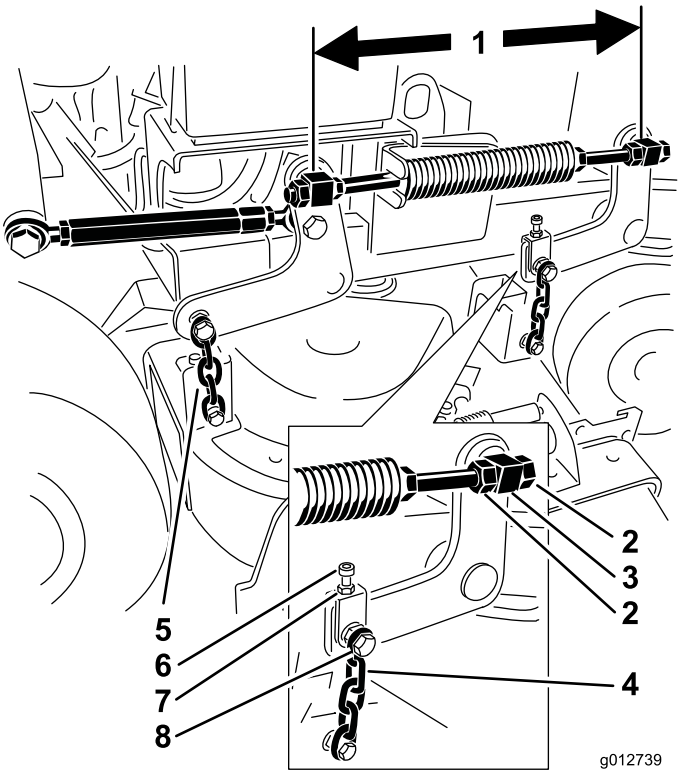

**Figur 84**
6. Kontroller avstanden mellom svivelmutrene ved å måle på midten av mutrene (lengde fra midten-til-midten) på gjengestangen. Denne lengden må være 49,5 cm på 91 cm gressklippere og 43,7 cm på 102 cm gressklippere (Figur 84).
9. Bruk låsemutrene på fremre svivelmutter for å justere lengden mellom fremre og bakre svivelmuttere på denne siden (Figur 84).
11. Bruk justeringsbolten for å få lik spenning på begge de fremre kjedene (Figur 84).
5. Løsne mutteren på øvre kjedebolt og låsemutteren på justeringsbolten (Figur 84).
6. Bruk justeringsbolten til å få 6 til 10 mm lavere foran ved **A**-plasseringen enn bak ved **B**-plasseringen (Figur 84).